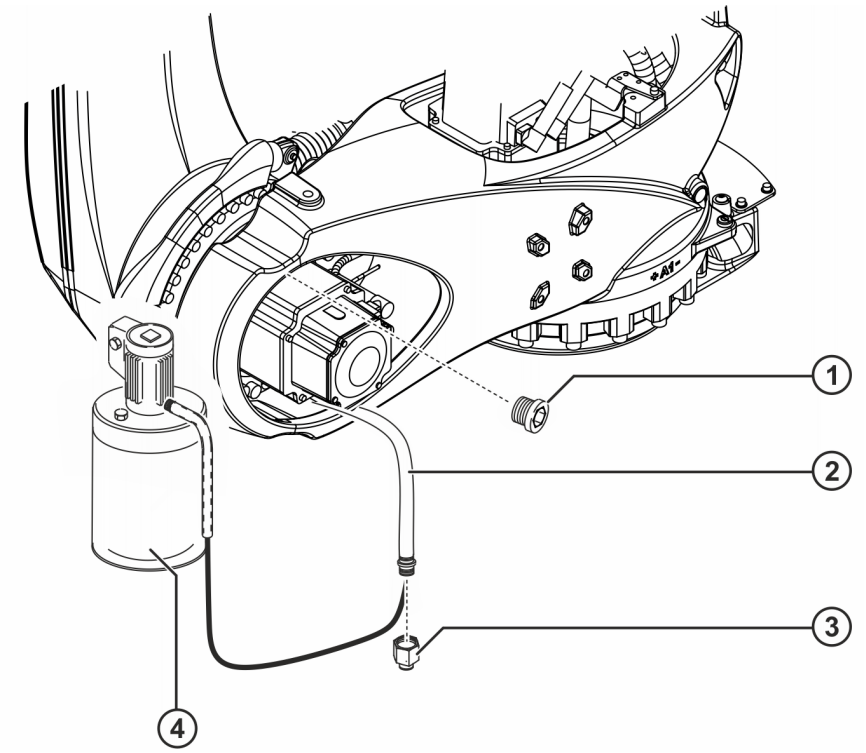

Fig. 8-7: Filling gear unit A2 with gear oil
1. Connect the oil pump to the oil drain hose (>>> *Fig. 8-7*).